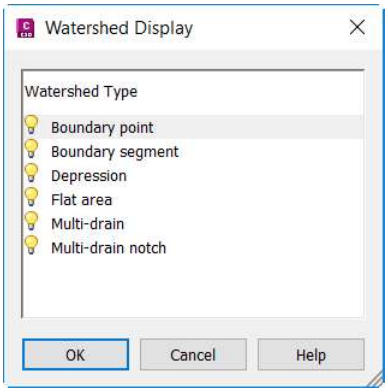

Figure 4-39 *The Flat area and Multi-drain notch watershed options*
6. Click on the bulb icons next to the **Flat area** and **Multi-drain notch** watershed types to turn off the display of these watersheds in the drawing, refer to Figure 4-39.